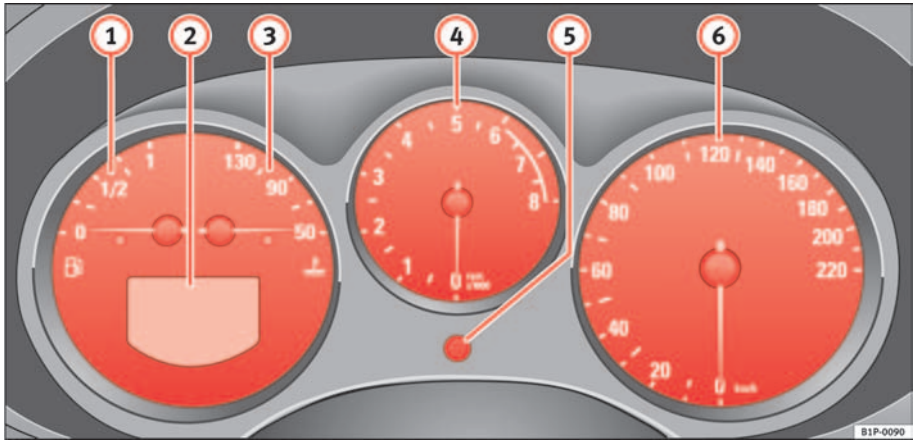

Fig. 33 Detail of the dash panel: Instruments
The start of the red zone on the dial ⇒ page 56, fig. 33 (4) indicates the maximum engine speed which may be used briefly when the engine is warm and after it has been run in properly. However, it is advisable to change up a gear or move the selector lever to D (or lift your foot off the accelerator) before the needle reaches the red zone.
– Turn the setting knob ⇒ page 56, fig. 33 (5) anti-clockwise to the stop to set the hour. If the knob is turned briefly anti-clockwise the clock will advance one hour further.
The right-hand counter registers the short journeys. The last digit indicates steps of 100 metres. The trip recorder counter may be reset by the reset button ⇒ page 56, fig. 33 (5).